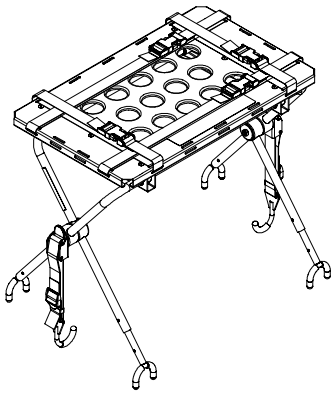

Figur 55
2. Öppna och expandera defibrillatorplattformens ben såsom visas i Figur 55.